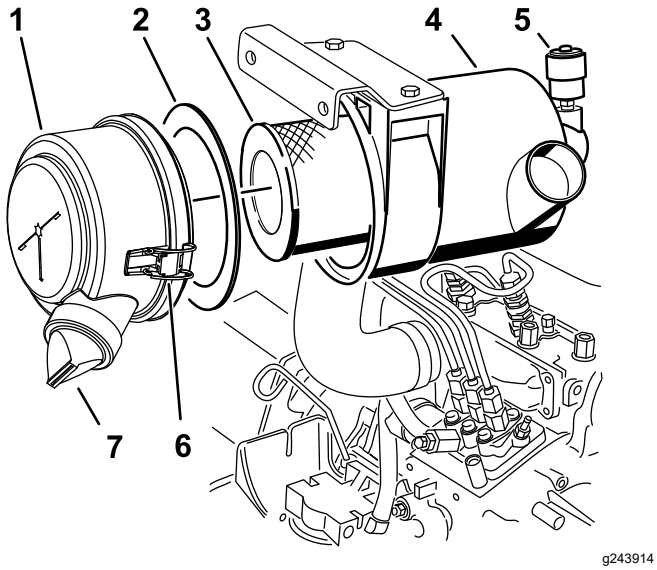

Figura 31
3. Effettuate la manutenzione del filtro dell'aria (Figura 31).